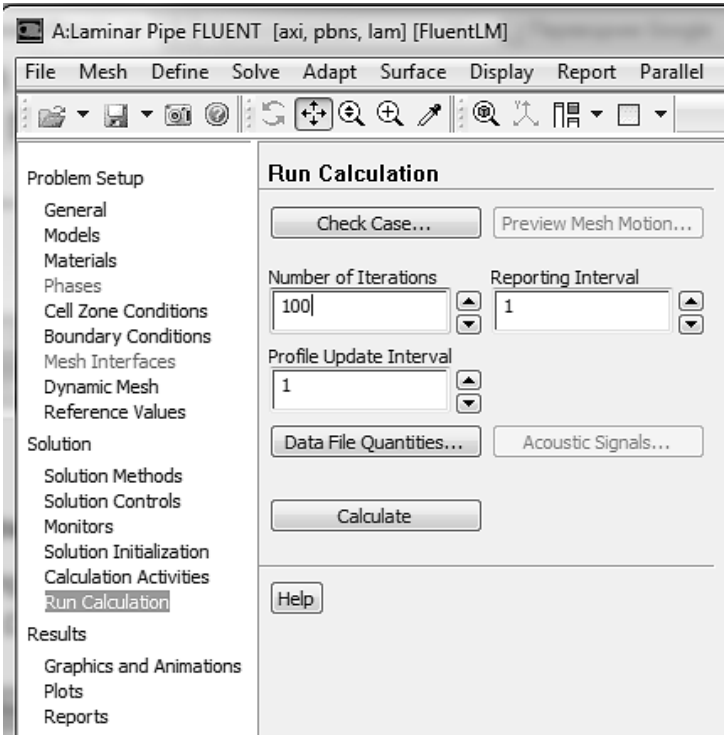

Рис. 56.
4) Нажмите кнопку Calculate, рис. 56.